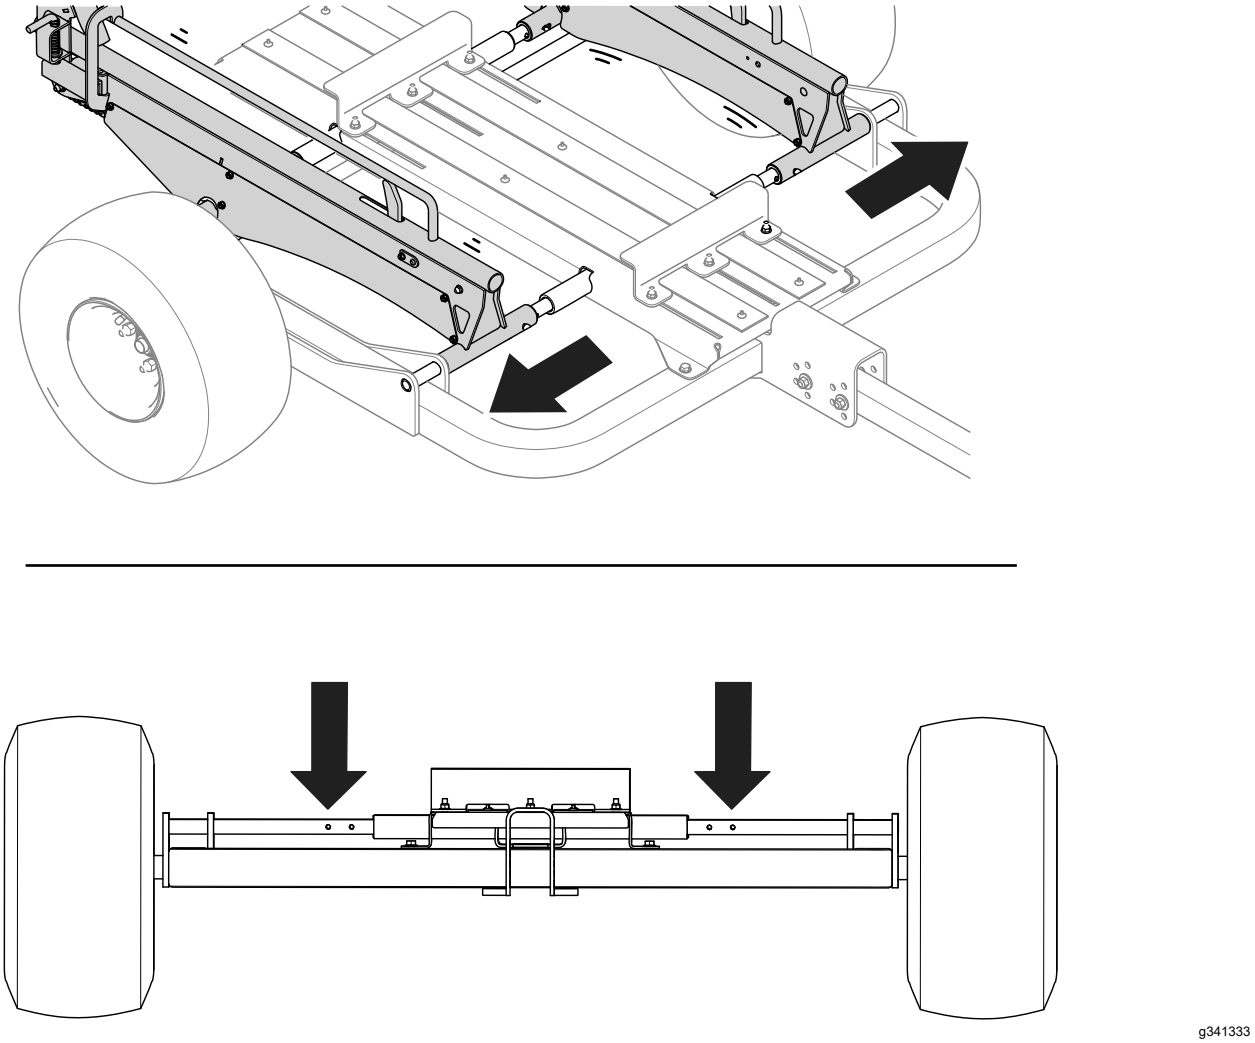

Rysunek 25
- Konfigurowanie przyczepy do kosiarek do greenów o szerokości 21 cali (53,34 cm): za pomocą wtyków zamocuj czopy szyny do otworów zewnętrznych (Rysunek 25).